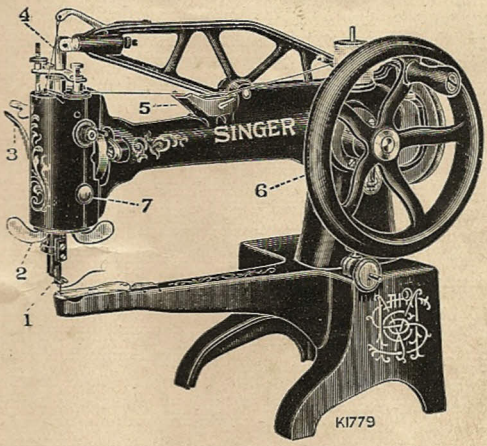
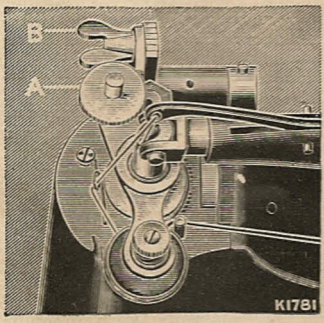

Abbildung 1.
Abbildung 3.
(Siehe Abbildung 1.)
Der Presserfuß hebt sich bei jedem Stich, während sich die Nadel in dem Stoff befindet und als Drehpunkt dient, um den der Stoff in jeder gewünschten Richtung gedreht werden kann. Auf Wunsch kann die Presserstange durch die vorn am Maschinenkopf befindliche Knopfschraube (7, Abbildung 1) festgesetzt werden, so daß der Vorschub nach einer beliebigen Richtung in gerader Linie erfolgt. **Man ändere niemals die Transportierrichtung, während der Fuß auf den Stoff drückt, da dadurch Fehlstiche und Beschädigung der Arbeit verursacht werden können.**
Man drehe das Schwungrad rechts herum, bis die Nadelstange (4, Abbildung 1) auf ihren höchsten Punkt gegangen ist, löse die untere Schraube (B) und schiebe die Nadel in die Nadelklammer soweit wie möglich nach oben mit der langen Nute nach links und dem Öhr genau in der Richtung des Maschinenarmes. Eine richtig eingesetzte Nadel sollte bei der Abwärtsbewegung ohne Reibung durch das Loch in der Stichplatte und dicht am Schiffchen vorbeigehen. Eine feine Nadel muß näher am Schiffchen stehen als eine starke Nadel. Nach dem Lösen der oberen Schraube (A) kann die Klammer nötigenfalls nach rechts oder links bewegt werden. Sobald man die richtige Stellung hat, werden beide Schrauben (A und B) festgezogen.
(Siehe Abbildung 3.)
Man stecke eine Rolle Garn auf den oben an der Maschine angebrachten Garnrollenstift, so daß der Faden von hinten abgezogen wird und die Rolle sich links herum dreht. Nun hebe man die Drahtführung in dem Ölbehälter (5, Abbildung 1) auf dem Maschinenarm, führe den Faden unter den Draht und drücke die Drahtführung
Man stecke eine Rolle Garn auf den oben an der Maschine angebrachten Garnrollenstift, so daß der Faden von hinten abgezogen wird und die Rolle sich links herum dreht. Nun hebe man die Drahtführung in dem Ölbehälter (5, Abb. 1) auf dem Maschinenarm, führe den Faden unter den Draht und drücke die Drahtführung wieder nach unten, führe den Faden über den wage-
Man lasse die Nadelstange auf ihren höchsten Punkt gehen und hebe den Presserfuß (1, Abbildung 1) mit Hilfe des Presserhebels (3, Abbildung 1), alsdann drücke man den Hebel C herunter und drehe die Stichplatte herum, wie die Abbildung zeigt. Das Schwungrad wird danach soweit herumgedreht, bis die Schiffchenspitze nach vorn kommt; dann wird das Schiffchen mit Daumen und Zeigefinger herausgenommen. Sobald die offene Seite des Schiffchens nach unten gehalten wird, fällt die Spule heraus.
Man hebe den Presserfuß (1, Abbildung 1) mit Hilfe des Hebels (3, Abbildung 1) und setze die Maschine in Bewegung, indem man gleichzeitig den Faden mit der Hand führt, wie Abbildung 5 zeigt. Wenn die Spule voll genug ist, halte man die Maschine an, nehme die Spule von der Spindel herunter und ziehe das Fadenende in den Schlitz an der Kante der Spule. Hierauf wird die Schraube in dem Spuler gelöst, nach oben gedreht, um den Gummiring vom Schwungrad abzubringen und wieder festgezogen.
Man lasse die Nadelstange auf ihren höchsten Punkt gehen, indem man das Schwungrad rechts herum dreht, stelle den Presserfuß mit dem Hebel (3, Abbildung 1) hoch und ziehe die Arbeit ungefähr 8 cm nach hinten, worauf der Faden abgeschnitten wird. Die Fadenenden lasse man unter dem Presserfuß.
Der Druck auf die Arbeit wird durch die geriffelte Mutter (A, Abbildung 3) geregelt. Um den Druck zu verstärken, ziehe man die Mutter an, oder lockere sie, um ihn zu vermindern. Zum Nähen von Leder ist stärkerer Druck erforderlich als für Stoffarbeiten, doch sollte der Druck nur so stark sein, daß der Vorschub der Arbeit gleichmäßig erfolgt.
stellen, daß er gerade ausreicht, um über den dicksten Teil der Arbeit fortzukommen. Zur Regelung der Hubhöhe stelle man zunächst den Fuß vermittels des Hebels (3, Abbildung 1) hoch, löse dann die Flügelschraube (B, Abbildung 3) hinten an der Maschine und bewege die Schraube auf sich zu, um den Hub zu erhöhen, oder in der entgegengesetzten Richtung, um ihn zu vermindern. Wenn die gewünschte Hubhöhe erreicht ist, ziehe man die Flügelschraube an.